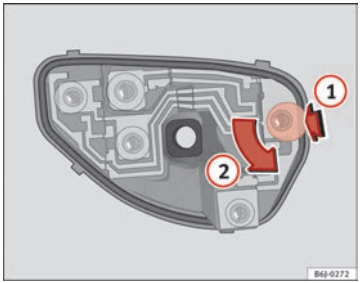

Fig. 178 Changing bulbs on tail lights
– When the bulb holder has been removed, press in the direction of the arrow (1) and at the same time, turn in the direction of the arrow (2) ⇒ Fig. 178